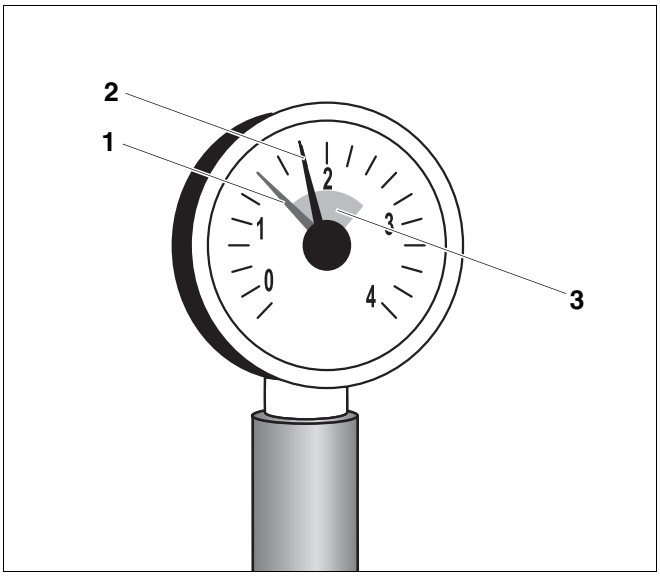

Afb. 4 Manometer voor gesloten installaties
- Stel de rode wijzer (afb. 4, **pos. 1**) van de manometer van de verwarmingsinstallatie in op de noodzakelijke minimumdruk van 1 bar.